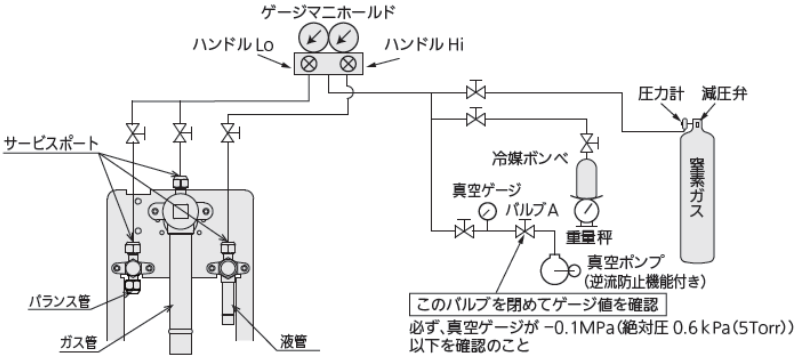

図9
2)ガス管、液管、バランス管のサービスポートに真空ポンプ、真空ゲージを接続してください。（図 9）